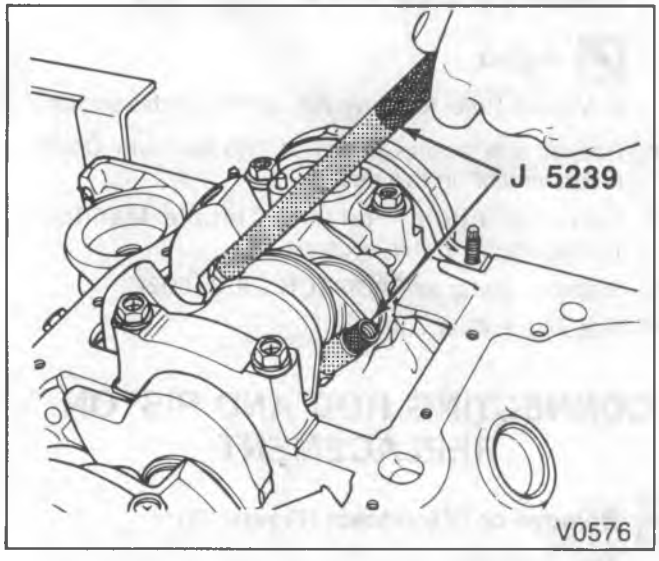

Figure 29—Replacing the Connecting Rod and Piston
Remove or Disconnect (Figure 29)
- Attach J 5239 to the connecting rod bolts (figure 29).
Install or Connect (Figures 29 through 32)
- With connecting rod cap removed, install J 5239 onto the connecting rod studs (figure 29).
- Place the piston in its matching bore. The connecting rod bearing tang slots must be on the side opposite the camshaft. Using light blows with a hammer handle, tap the piston down into its bore (figure 31). At the same time, from beneath the vehicle, guide the connecting rod to the crankpin with J 5239 (figure 29). Hold the ring compressor against the block until all rings have entered the cylinder bore.